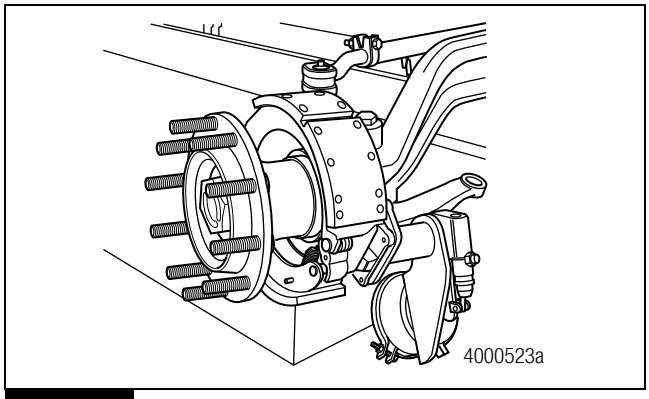

Figure 6.50
5. Remove the brake drum. Figure 6.50.